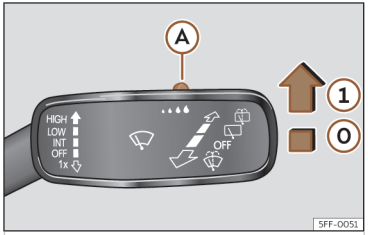

Abb. 104 Scheibenwischerhebel: Regensensor (A) einstellen.
Hebel in die gewünschte Position drücken ››› **(Abb. 104)**.
Nach dem Aus- und Wiedereinschalten der Zündung bleibt der Regensensor aktiviert und funktioniert wieder, wenn der Scheibenwischerhebel in der Position ››› **(Abb. 104)** ① steht und schneller als 16 km/h (10 mph) gefahren wird.